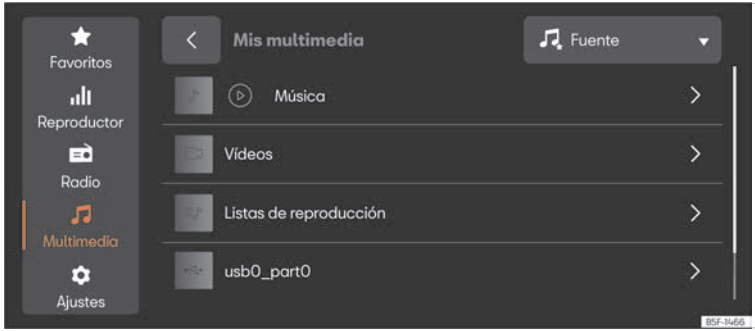

Fig. 171 Representació esquemàtica: Vista Multimedia.
- Premeu **HOME** > ⊙ > ♫ ››› fig. 171.